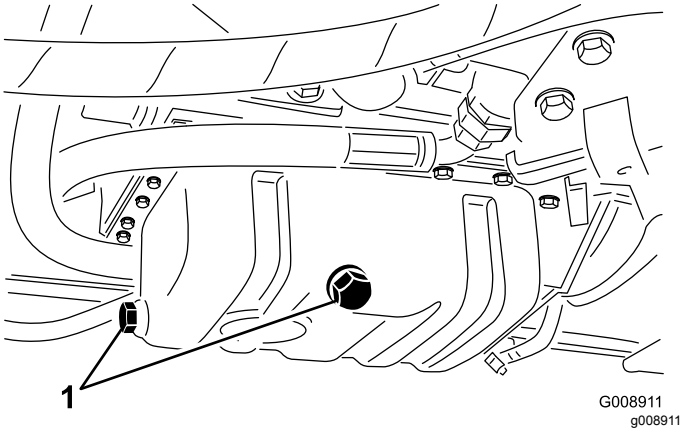

Figuur 35
1. Verwijder de aftapplug (Figuur 35) en laat de olie in een opvangbak lopen.